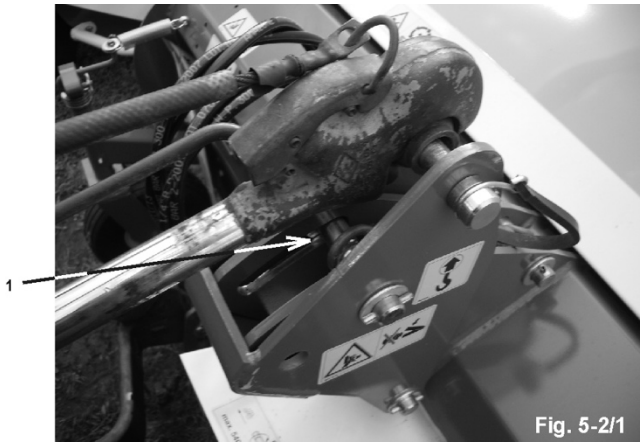

Fig. 5-2/1
- Vorspannen des Oberlenkers bis zur Hälfte des Langloches (siehe Fig. 5-2/1)